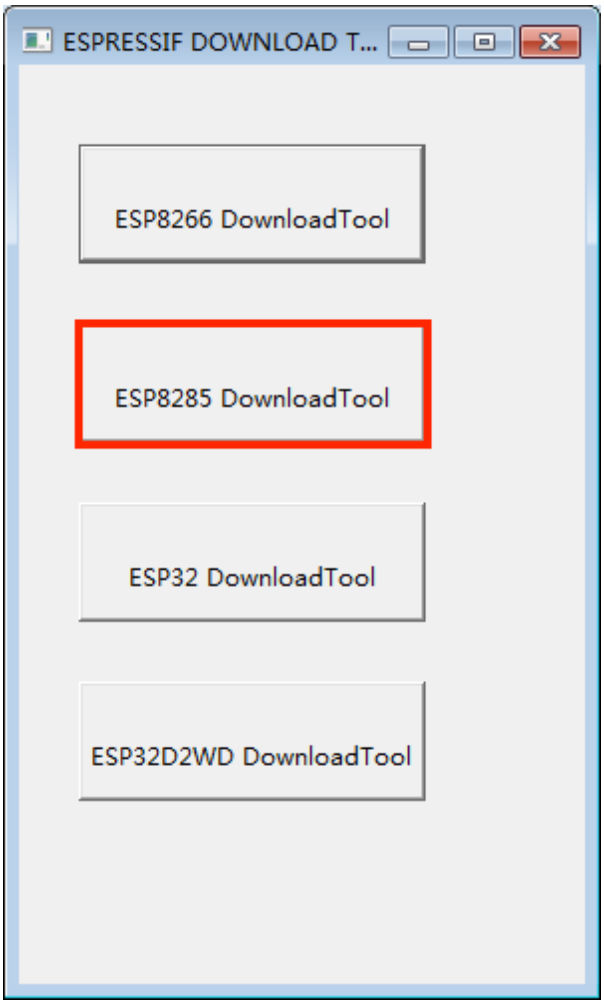

图 4-13. 设备选择 — ESP8285 DownloadTool
1. 打开下载工具，选择 ***"ESP8285 DownloadTool"***，如图 4-13 所示：